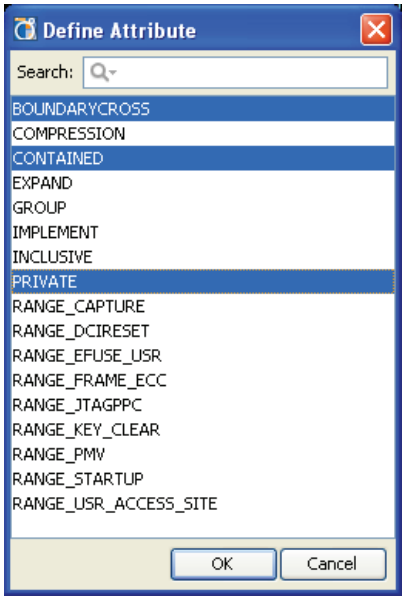

Figure 3-20: **Define Attribute**
4. Select the **BOUNDARYCROSS**, **CONTAINED**, and **PRIVATE** attributes by clicking each attribute while holding the **Ctrl** button (see Figure 3-20).